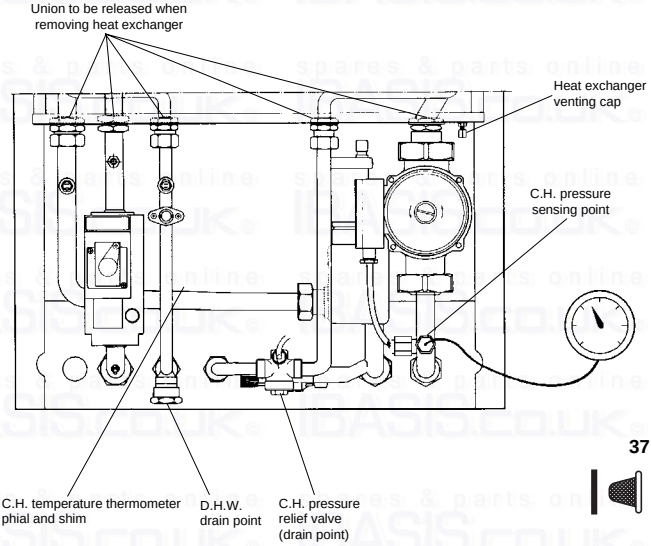

Fig. 34
b) For replacement of parts where water connections are broken, it will be necessary to isolate and drain either or both the central heating or domestic hot water circuits of the boiler only. The cold water mains inlet is isolated at the inlet cock (fig. 1). The D.H.W. is drained via drain cap (fig. 34).
a) Refer to section 1, items a, b, c, d, f and g (drain D.H.W. only fig. 34).